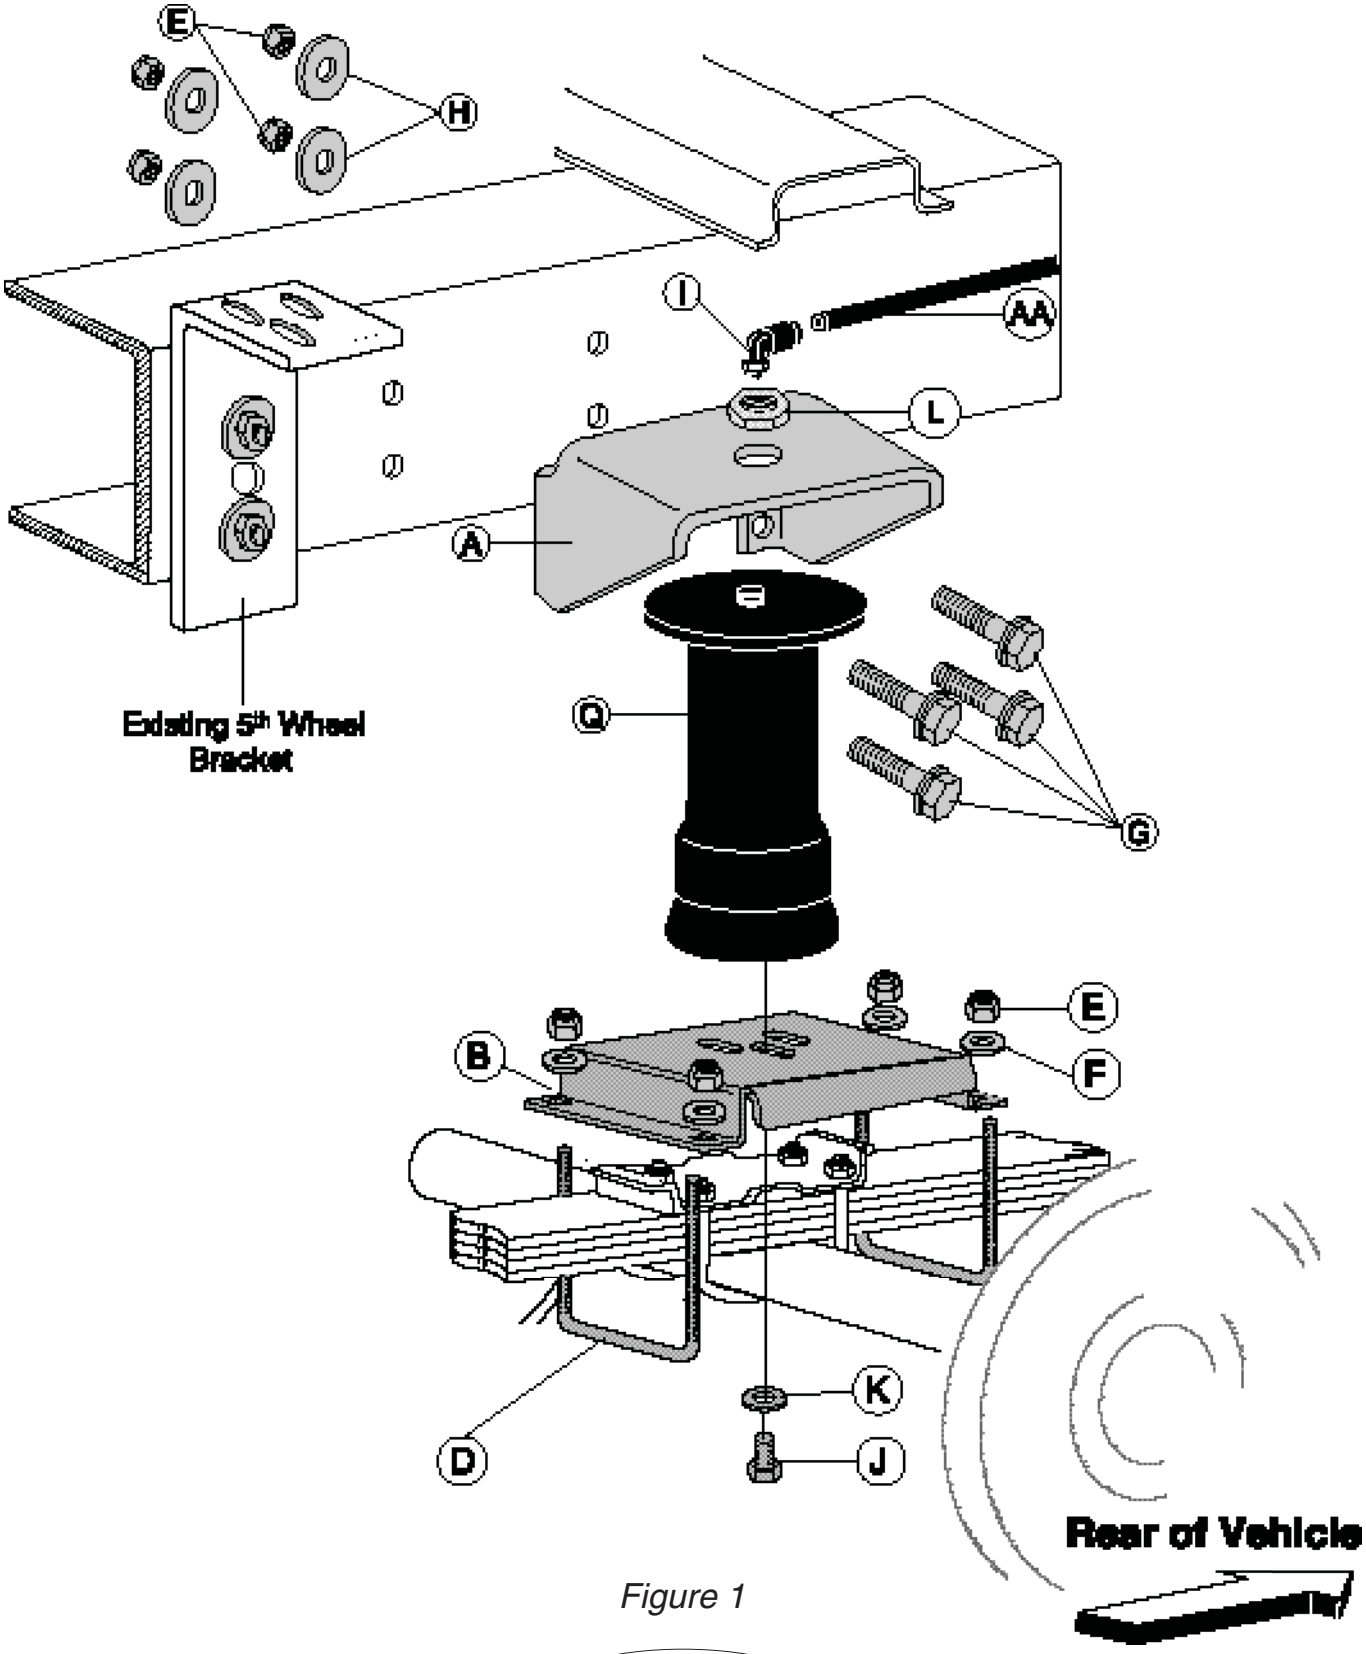

Figure 1
(* not shown in Figure 1)
3. Loosely install a washer head frame bolt (G), large flat washer (H), and nylock nut (E). Refer to Figure 1.
6. Replace the upper bracket to the mounting location and secure at the lower, forward mounting hole using washer head frame bolt (G), large flat washer (H), and nylock nut (E) as shown in Figure 1. Tighten securely.
7. Center punch and drill the remaining holes. Insert the washer head frame bolt (G), large flat washer (H), and a nylock nut (E). Tighten all frame bolts to 44 ft/lbs.
1. Install 90 degree air swivel fitting (I) to the top of the air spring (Q) (Figure 1). Use a 7/16" open end wrench being careful to tighten on the metal hex nut only. Tighten 1 and 1/2 turns. Do not over tighten.
2. Guide the fitting through the center mounting hole in the upper bracket (Figure 1).
3. Attach the air spring to the lower bracket using flat washer (K) and bolt (J). Leave loose for later adjustment.
4. Install a nylon nut (L) over the air fitting and onto the upper threadpost of the air spring (Figure 1). Tighten to 4 ft/lbs.